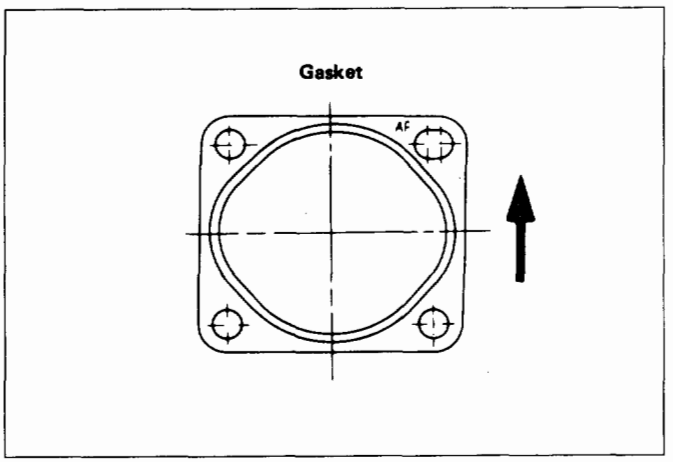

Fig. 6F-4
1. Be sure to install the new gaskets between catalytic converter and exhaust pipes with the stamped "U" "AF" mark facing upwards (Fig. 6F-4).
2. Be sure to install the pre catalytic converter as shown (Fig. 6F-4).